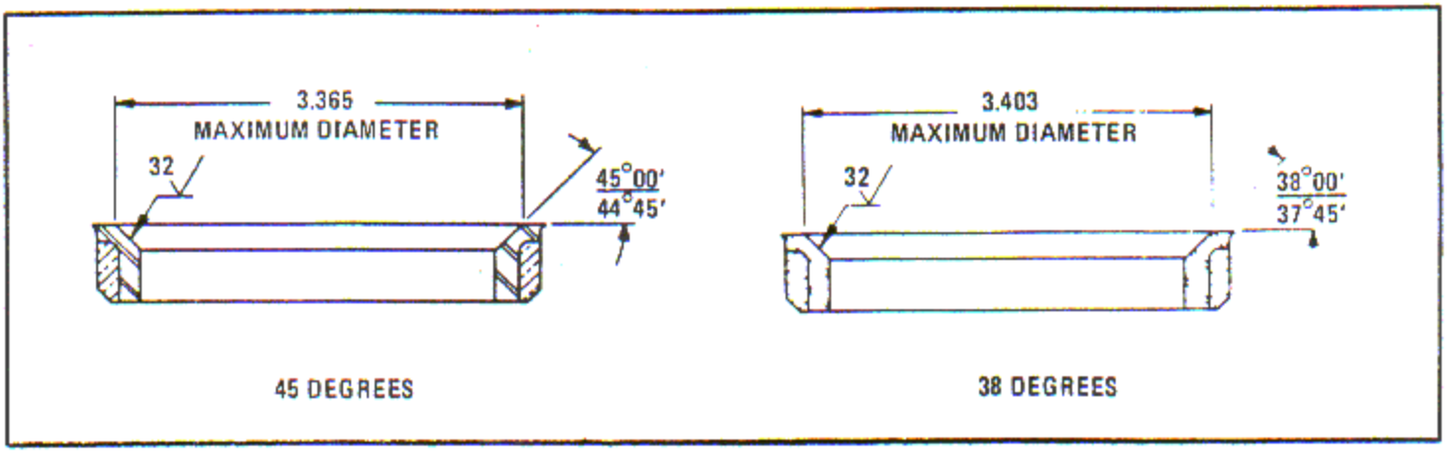

Figure 6-151. Exhaust Valve Seat Grinding Limits (45 Degrees and 38 Degrees)
d. Grind the valve seat face to the angle shown in figure 6-151, as applicable, using valve seat grinding machine (Model No. 50, Wadell Equipment Company, 150 Terminal Ave., Clark, N.J., or Model G1, Comp Air Inc., 1121 San Mateo Ave., San Bruno, California). Obtain a 32 microinch rms or better surface finish. Refer to the manufacturer's instructions.
Valve seats may be reground to the dimensions shown in figure 6-151. Check the reground surface with appropriate limit gage for 38 degree seats and limit gage for 45 degree seats. The seat must be replaced when the gage no longer rests on the angular surface. Check the seat for concentricity and angle as shown.